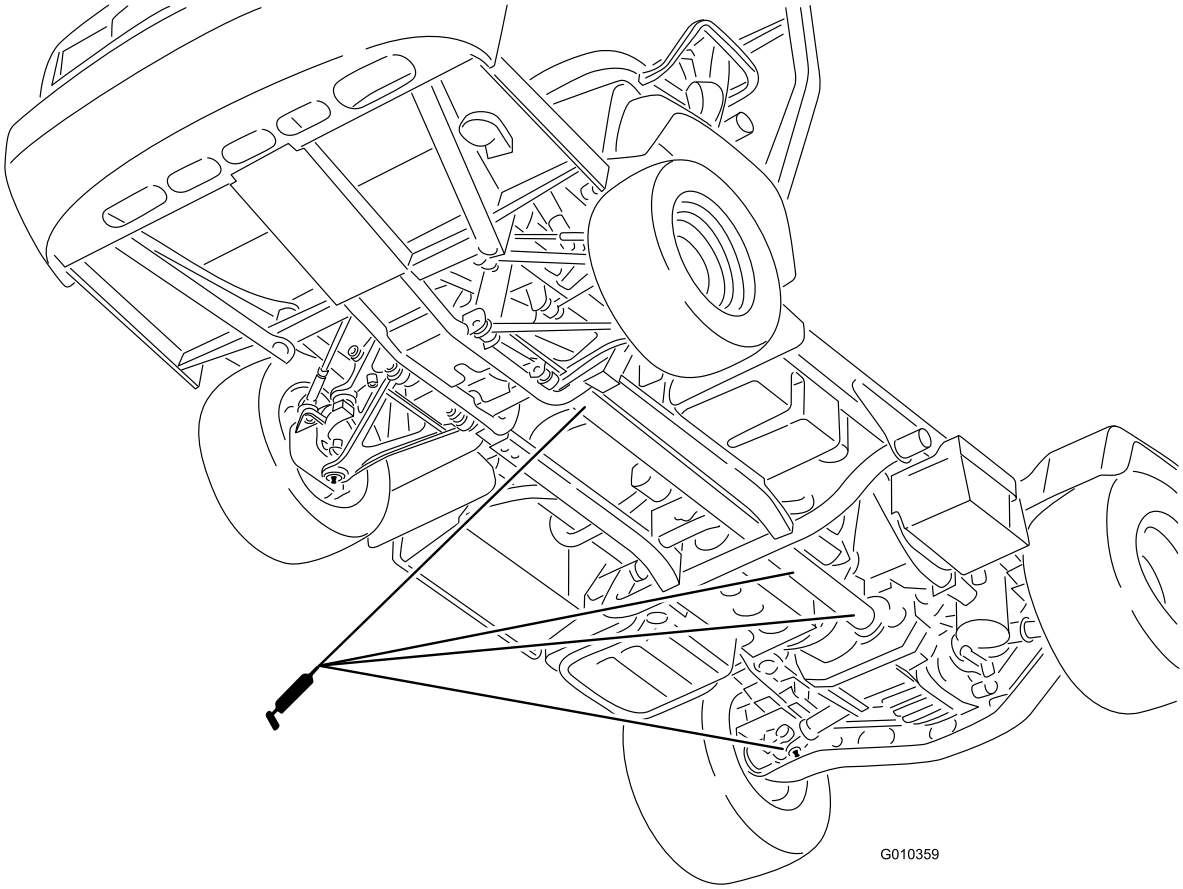

Figur 39
- U-leder (18) och drivaxlar för fyrhjulsdrift (3) (Figur 39)